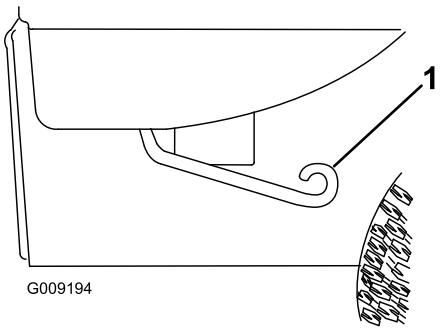

Figur 14
1. Løft grebet på hver side af ladet, og løft ladet op (Figur 14).